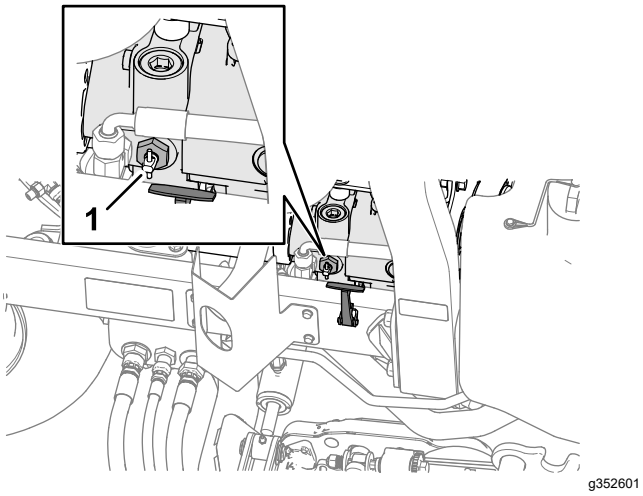

Figuur 48
2. Draai de handgreep van de omloopklep op de pomp 90°. De handgreep van de omloopklep bevindt zich dicht bij de rechter motorkapvergrendeling (Figuur 48).